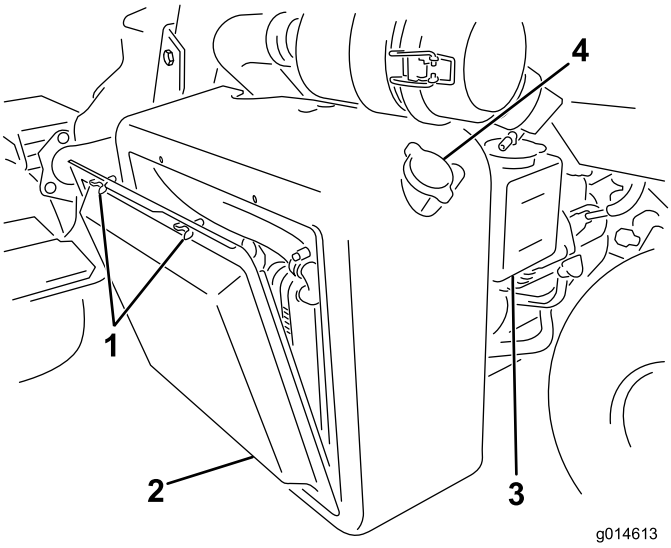

**Figur 50**
1. Afmonter kølergitteret (Figur 50).